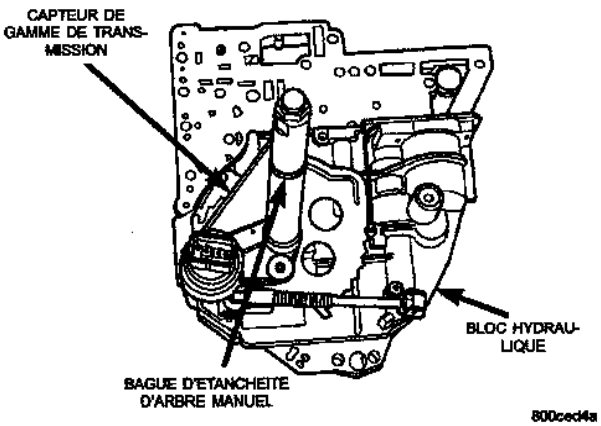

*Fig. 20 Bloc hydraulique avec TRS*
(6) Lever le véhicule.
(7) Déposer prudemment le carter d'huile de la boîte-pont et vidanger le liquide.
(8) Déposer le filtre à huile de la boîte-pont. Laisser le liquide s'écouler complètement de la boîte-pont.
(9) Déposer les boulons de retenue du bloc hydraulique.
(10) Extraire la tige de stationnement du support de guidage et déposer le bloc hydraulique de la boîte-pont.
(11) Placer le bloc hydraulique sur l'établi (Fig. 20).